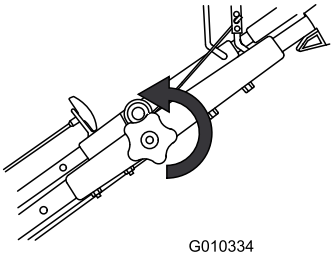

**Figur 15**
1. Lossa det övre handtagsvredet (Figur 15).